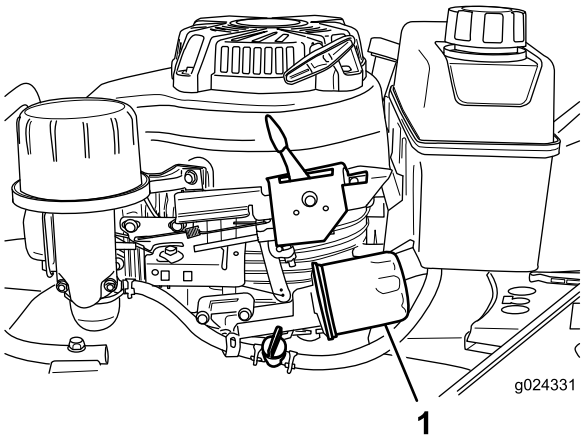

**Rysunek 19**
6. Pod filtrem oleju (Rysunek 19) umieść ścierkę, aby wchłonęła olej wyciekający podczas usuwania filtra.